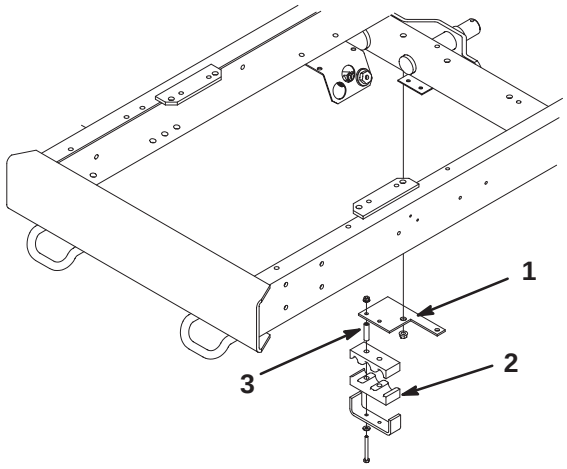

Figure 12
11. Insert the spacer into the hose clamp. Attach the hose clamp to the hose bracket with two 1/4–20 x 2–1/2" lg. screws and nuts. Remove the bolts and locknuts from the left front motor mount, near the left side of the carrier frame and discard the locknuts. Install the hose bracket and hose clamp with the previously removed bolts and two new locknuts (Fig. 12).
Note: Hose 100–3913 routes through the hose clamp (Fig. 12).